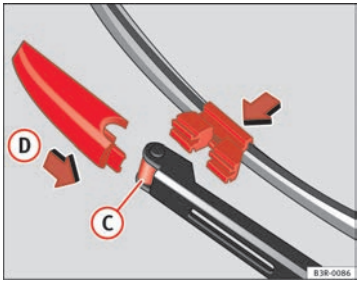

Fig. 184 Fitting the wiper blade
– Fit the new wiper blade into the mounting on the wiper arm ⇒ fig. 184 (C).
– Slide the retainer catch on the wiper blade in direction (D) so that it clicks into place on the wiper arm.